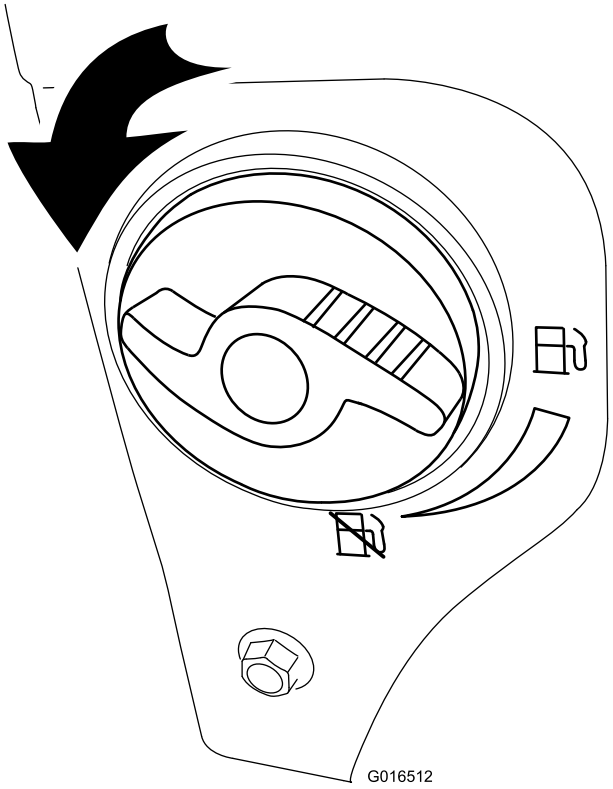

Figur 26
2. Drei drivstoffavstengningsventilen mot klokken 1/4 runde for å åpne den (Figur 26).